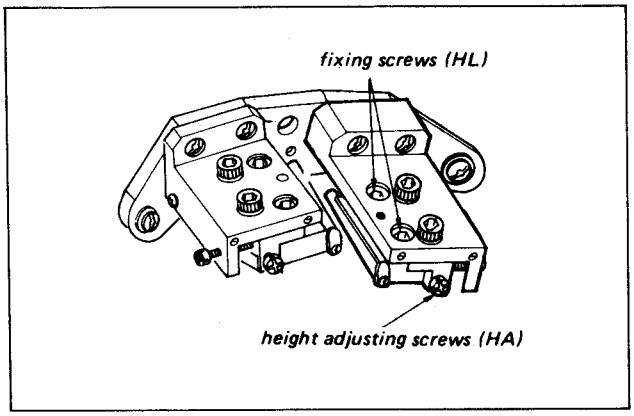

Fig. 10-14. Height adjustment ("T" side guide block)
15. Loosen the two "HL" screws 1/2 turn. (Fig. 10-14)